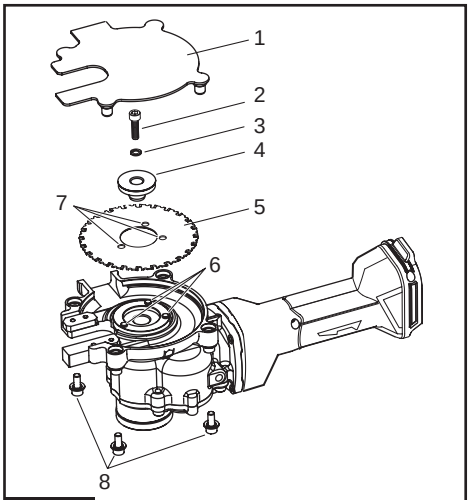

Fig.11
► **Fig.11:** **1.** Tipped Saw Cover **2.** Bolt **3.** Washer **4.** Tipped Saw Guide **5.** Tipped Saw **6.** Pin **7.** Hole **8.** Tipped Saw Cover Retaining Bolt